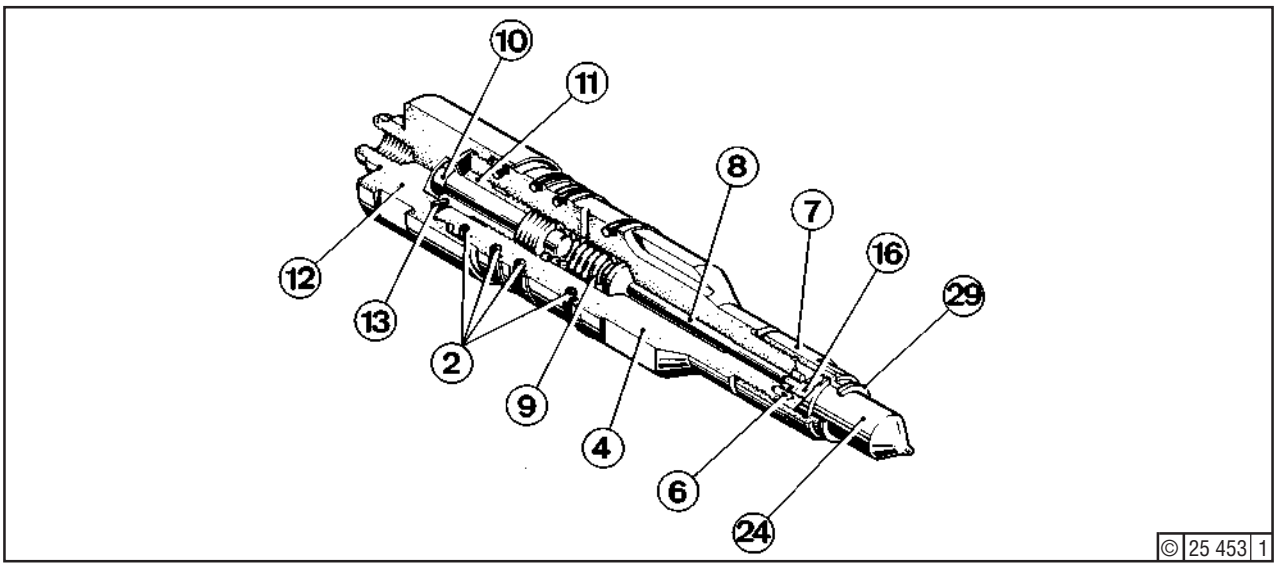

Fig. 1
Remove injector as per Job Card 07.07.01. Release clamping nut (18) - Fig. 1 -, thus separating adapter (19) from housing (4). Remove gasket (17). Release sleeve (11) and turn out adjusting screw (10) by a few turns until spring (9) is unloaded. Clamp housing (4) at its flats in a vice. Using wire brush, **carefully** remove combustion residue from the surface of the nozzle element (15), **avoiding damage to the nozzle bores.**
Clamp housing (4) (Fig. 1) in a vice with flat face at top. If dowel pin (6) presents shear marks, renew pin. Place nozzle element (15) with needle (16) and stop bush (5) on the carefully cleaned and dried flat surface. Apply Deutz S2 compound to thread of nut (7) and pressure face between nozzle element (15) and nut (7).